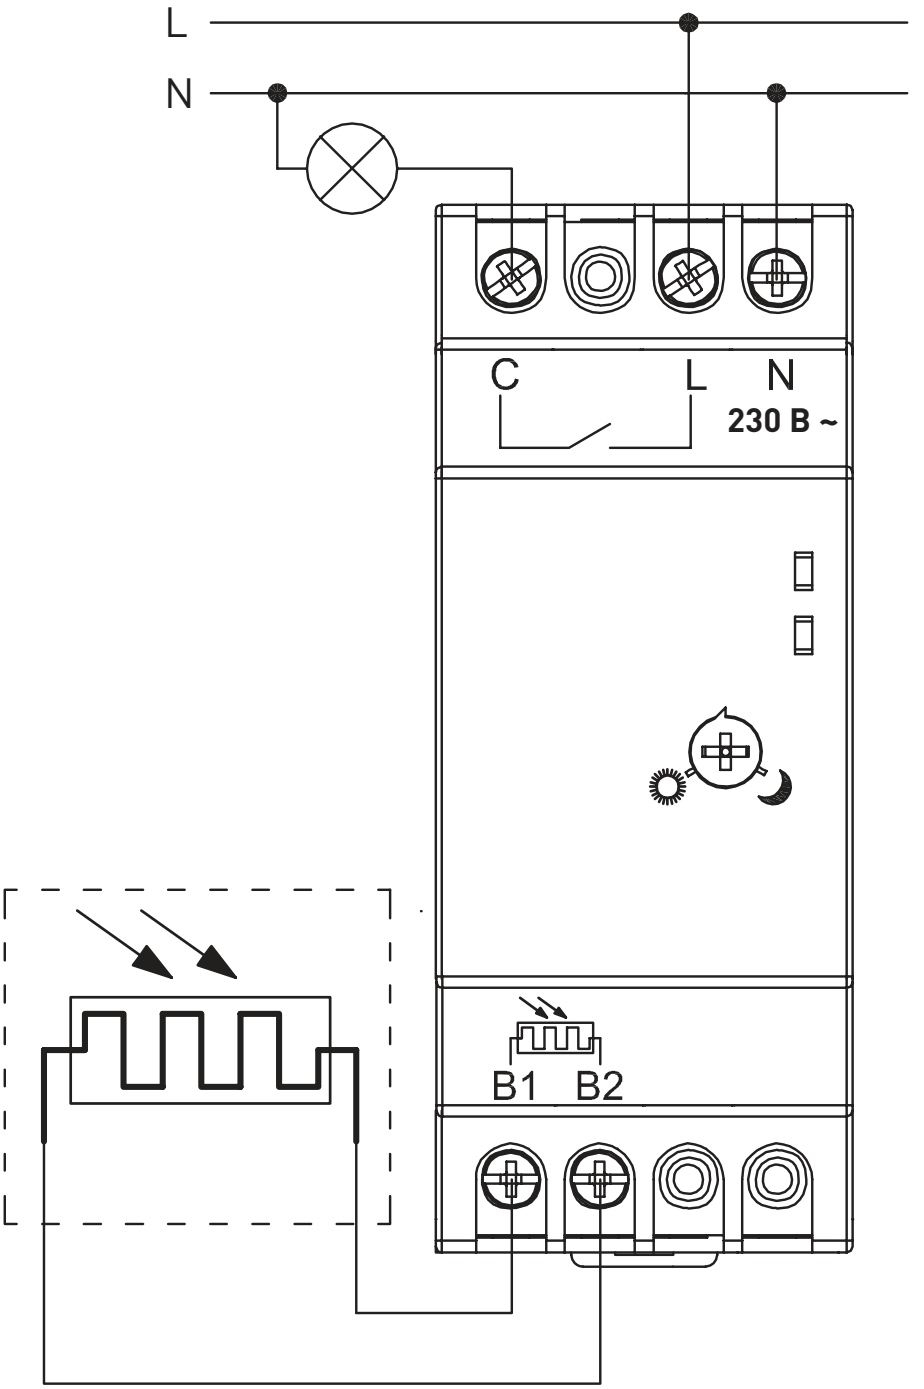

Рис. 3. Схема подключения фотореле
3. Присоедините провода в соответствие со схемой на Рис. 3.
4. Установите датчик в месте, доступном для попадания солнечных лучей, но при этом вдали от посторонних источников освещения. Подключите датчик к реле в соответствии со схемой на Рис. 3.